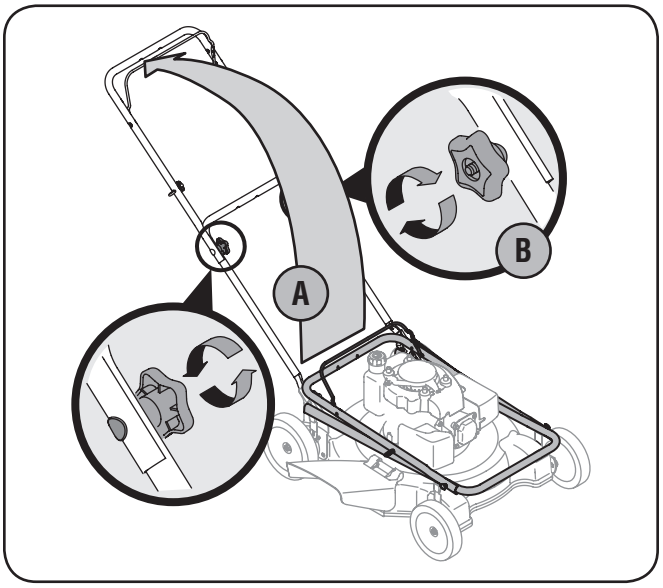

Figure 3-2
a. Lift the upper handle up from folded position and pull it to extended position following the arrow in Fig. 3-2. The handle should click into this position.